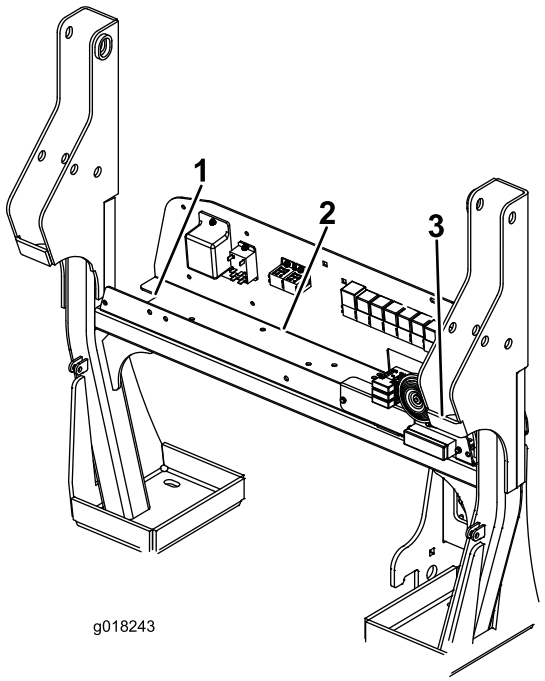
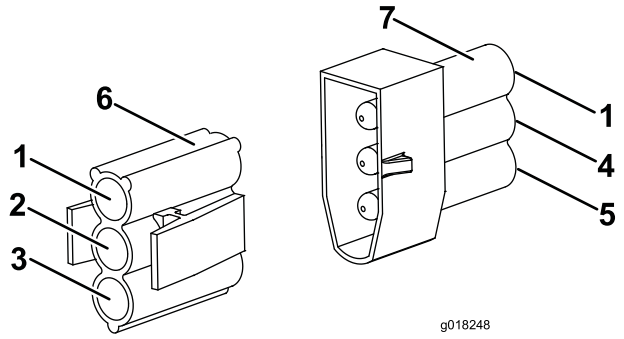

Figur 4
Figur 7
12. Kablarna ska nu vara anslutna till maskinens huvudkablar som sitter på elmotorväggen (Figur 4). Anslut kabelkontakten med fyra stift på vänster bakljus till motsvarande elkontakt med fyra stift på vänster sida av huvudkablarna. Anslut kabelkontakten med fyra stift på höger bakljus till motsvarande elkontakt med fyra stift på höger sida av huvudkablarna. Elkontakterna med två stift på vänster och höger bakljus ska anslutas till registreringsskyltens lampa. Endast en av de två elkontakterna med två stift används.
5. På elmotorväggen ansluter du tryckomvandlarens kabelkontakt med tre stift till motsvarande kontakt på maskinens huvudkablar (Figur 4 och Figur 7).